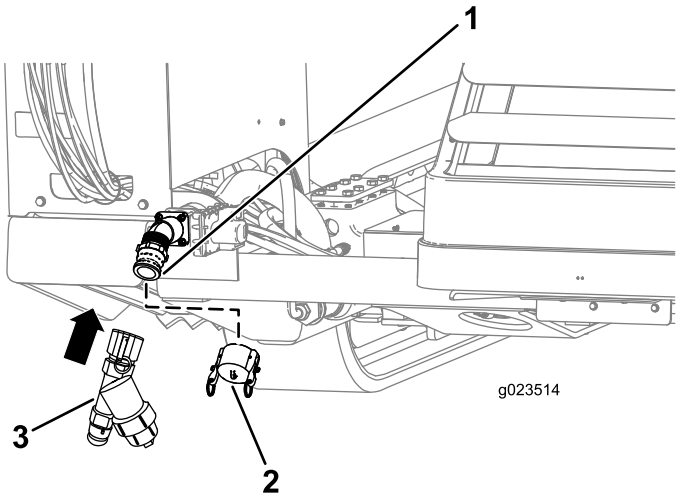

Figure 77
1. Déposez le bouchon d'entrée de la pompe (Figure 77).
2. Alignez le filtre en Y sur le filetage de la pompe (Figure 77).